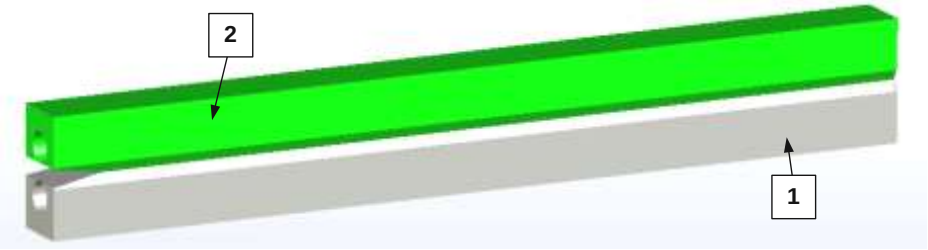

fig.5.3
*Controllare periodicamente che le superfici teflonate delle barre saldanti (n.1 e n.2-fig.5.3) a contatto con le buste siano pulite da residui di busta.*